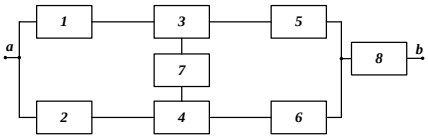

Рис. 7
18. Определить вероятность безотказной работы $P_C(t)$ схемы, представленной на рис. 7 с использованием метода разложения относительно особого элемента. Элементы системы будем считать равнонадежными, т.е. $p_1=p_2=.....=p_8=0,9$.